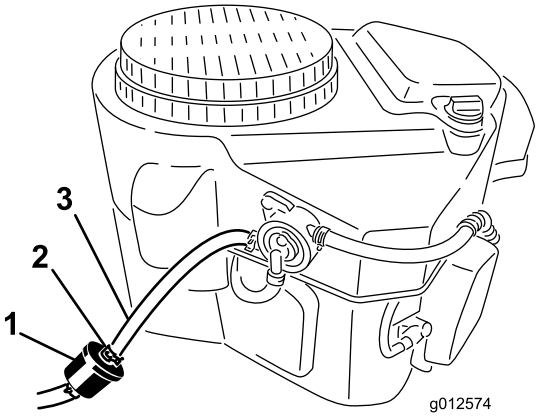

Figure 52
2. Nettoyez la surface autour du bouchon du réservoir de carburant pour éviter que des débris ne tombent à l'intérieur du réservoir (Figure 52).
4. Pincez les extrémités des colliers et faites glisser ceux-ci pour les éloigner du filtre (Figure 52).